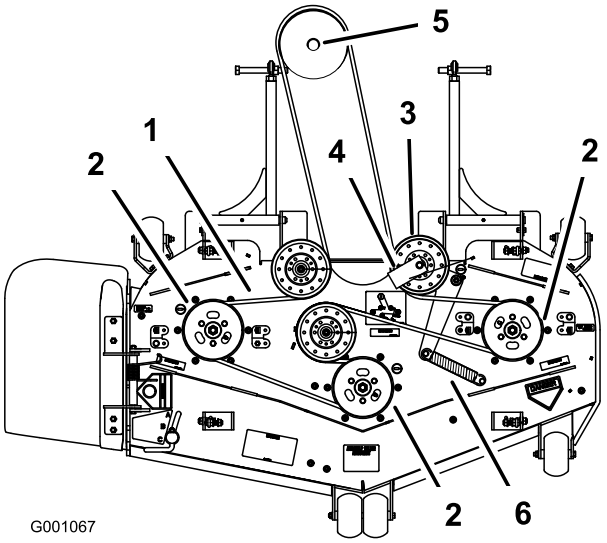

Figuur 59
6. Leg de nieuwe riem rond de poelies van het maaidek en de poelie van de tandwielkast onder de motor (Figuur 59).
7. Monteer de veer op de arm van de spanpoelie (Figuur 59).
8. Monteer de riemgeleider op de veerbelaste spanpoelie in een hoek van 45 graden zoals wordt getoond in Figuur 59.